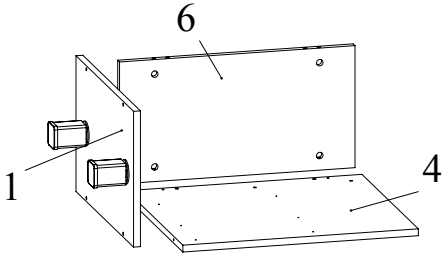

Рис.4
6. Установить заднюю стенку 6 на боковину 4 и зафиксировать, повернув конфирматным ключом головки минификсов по часовой стрелке до упора (Рис. 4).
7. Соединить при помощи конфирматов 7х50 дно 1 с боковиной 4 (Рис. 4).